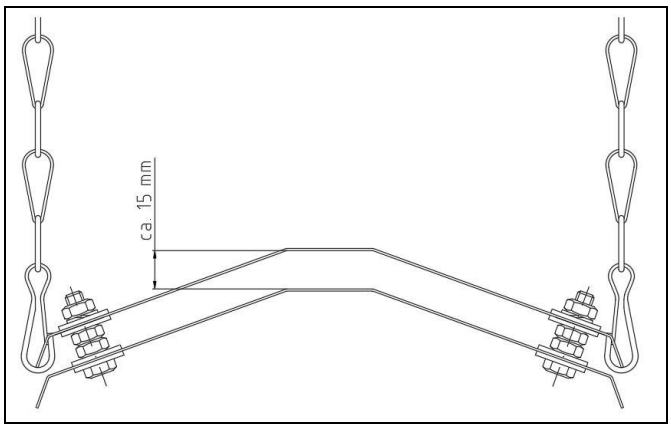

Abb. 71: notwendiger Abstand von min. 15 mm für doppellagige Ausführung Strahlungsschutz-Blech (gekantet)
2. Verbinden Sie beiden gekanteten Strahlungsschutzbleche mit den beigestellen Montagematerial (Schrauben/Muttern/ Zahnscheiben/3D-Scheiben M8) derart, dass ein Abstand zwischen beiden von ca. 15 mm entsteht. Dies ergibt sich, wenn zwei Muttern übereinandergesetzt werden (Abb. 71).